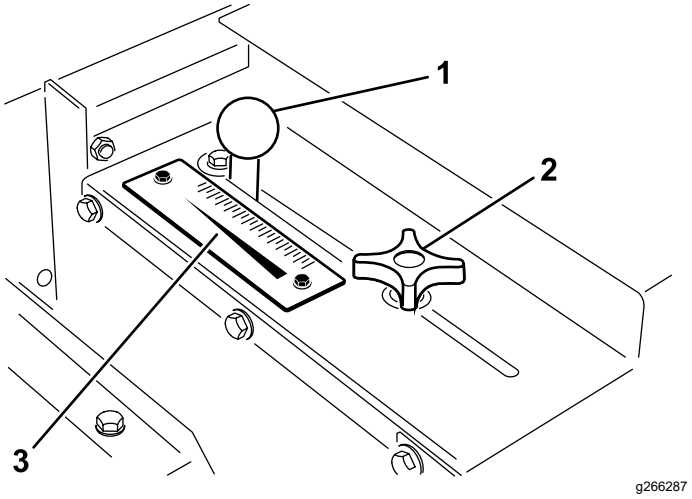

Figur 20
1. Løsn låsegrebet (Figur 20) tilstrækkeligt til, at det kan glide ubesværet langs åbningen.
2. Indstil portgrebet (Figur 20) til den ønskede position, og stram låsegrebet for at fastgøre justeringen.
Brug hastighedsskalaen (Figur 20) til at bestemme den ønskede gennemstrømningshastighed. Se Dosering af sand (side 17).